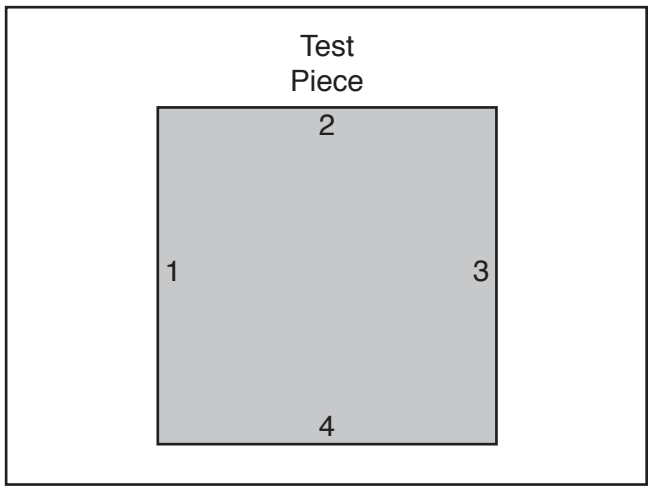

Figure 157. Fence adjustment test piece.
4. Prepare scrap test piece by cutting it to 32" x 32" square, then number all four sides 1–4 (see **Figure 157**).